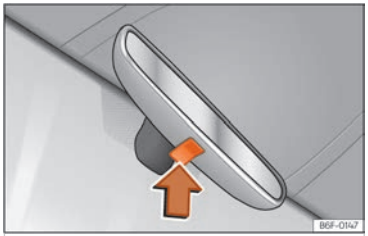

Fig. 79 Retrovisor antienlluernament manual.
- Per enfosquir el retrovisor, premeu la tecla del mirall cap amunt ››› **fig. 79** (fletxa).